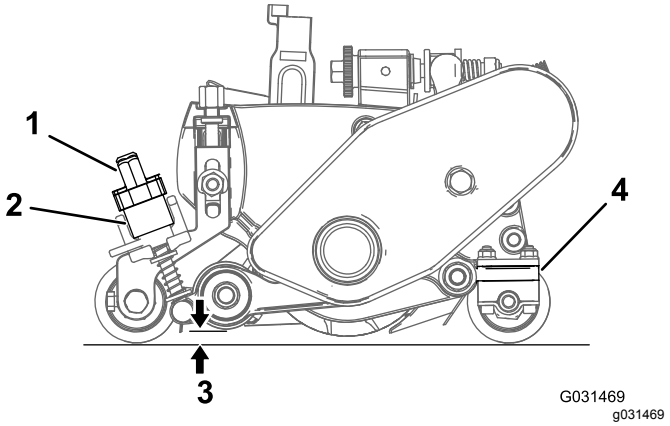

Figure 24
A. Rotate the quick-up levers (Figure 24) to the OPERATING position (the handle points toward the front of the cutting unit).
B. At the end of the groomer reel, measure the distance from the lowest tip of the groomer blade to the working surface (Figure 24). Turn the height-adjuster knob (Figure 24) to raise or lower the tip of the groomer blade to the desired height.